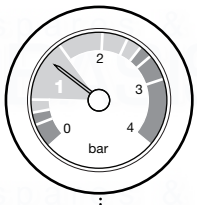

Fig. 60
8. Pressurise the system to 1.5 bar (Fig. 60) then close and disconnect the filling loop.